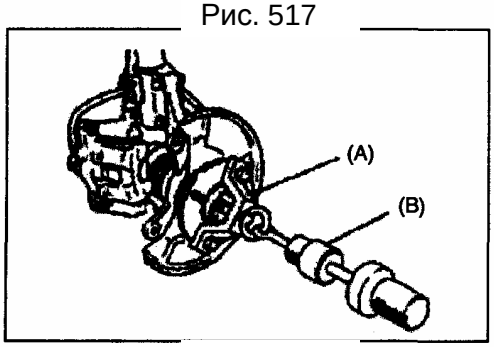

Рис. 518
7) Снимите ступицу колеса при помощи специального инструмента (Рис. 518).